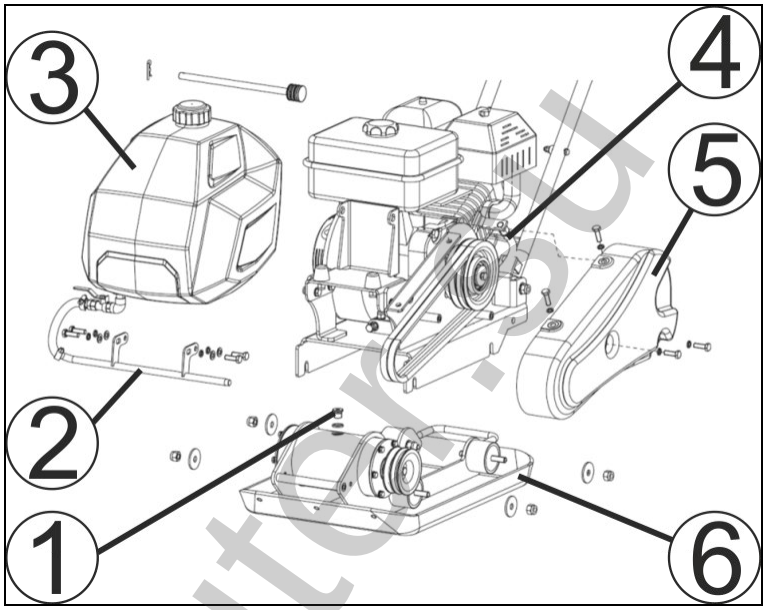

Рис. 30. Снятие рыма с двигателем.
1. Открутить болты крепления и снять кожух (5) защитных ремней (Рис. 30).
2. Открутить болты крепления трубки подачи воды к рабочей плите и снять трубку (2) подачи воды и бак (3) для воды.
3. Ослабить гайки резиновых амортизаторов, соединяющих раму (4) с двигателем и рабочую плиту (6) (Рис. 30).
4. Снять ремни и отделить раму (4) с двигателем от рабочей плиты (6) (Рис. 30).
5. Очистить зону вокруг пробки отверстия для слива масла и открутить пробку (1) отверстия для слива/заправки масла (Рис. 30).